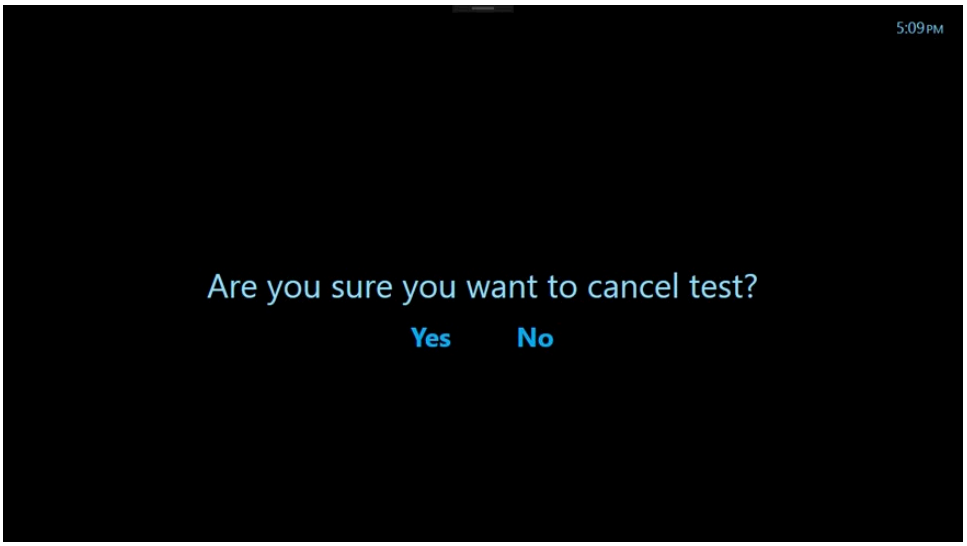

Figure 37. Cancel Test Verification Screen
2. The system will ask for confirmation to cancel the test (Figure 37). Select “Yes” to end the test.